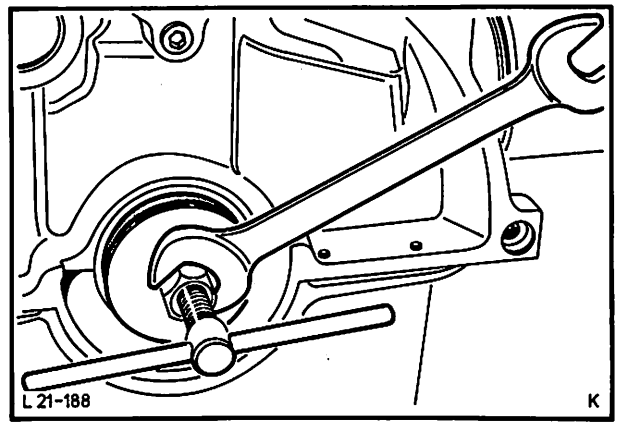

Abb. 287 Radialdichtring mit Spezialwerkzeug 21-055 ausbauen
3. Radialdichtring mit Spezialwerkzeug 21-010 bzw. 21-055 herausziehen, Abb. 287. Druckspindel des Werkzeuges zunächst ganz zurückschrauben, konischen Gewindeteil fest in den Dichtring schrauben und durch Einschrauben der Druckspindel den Dichtring herausziehen.